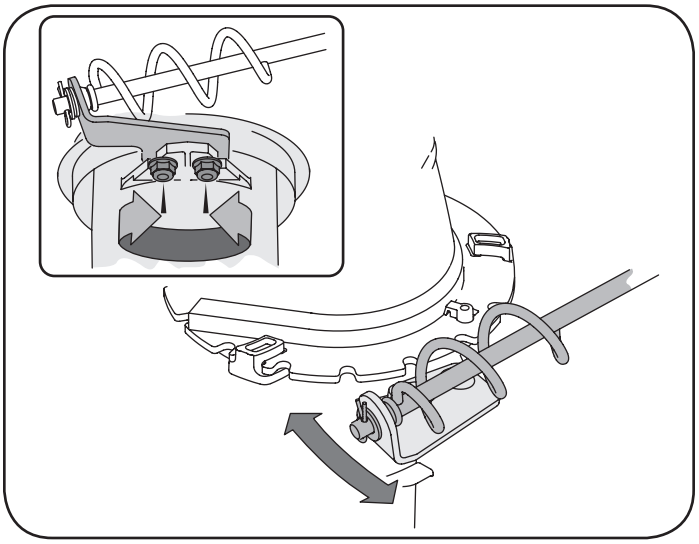

Figura 65
1. Afloje las dos tuercas (a) que sujetan el soporte del canal y cambie su posición ligeramente. Consulte la Figura 65.